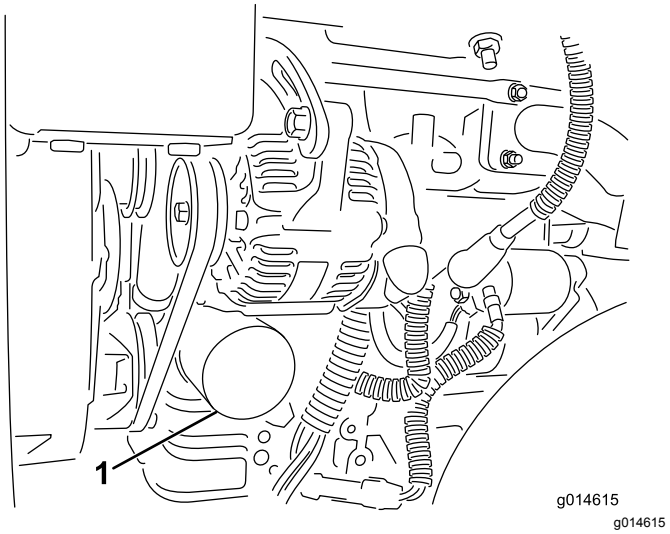

Figur 29
2. Fjern oliefilteret (Figur 29). Påfør et let lag ren olie på den nye filterpakning.